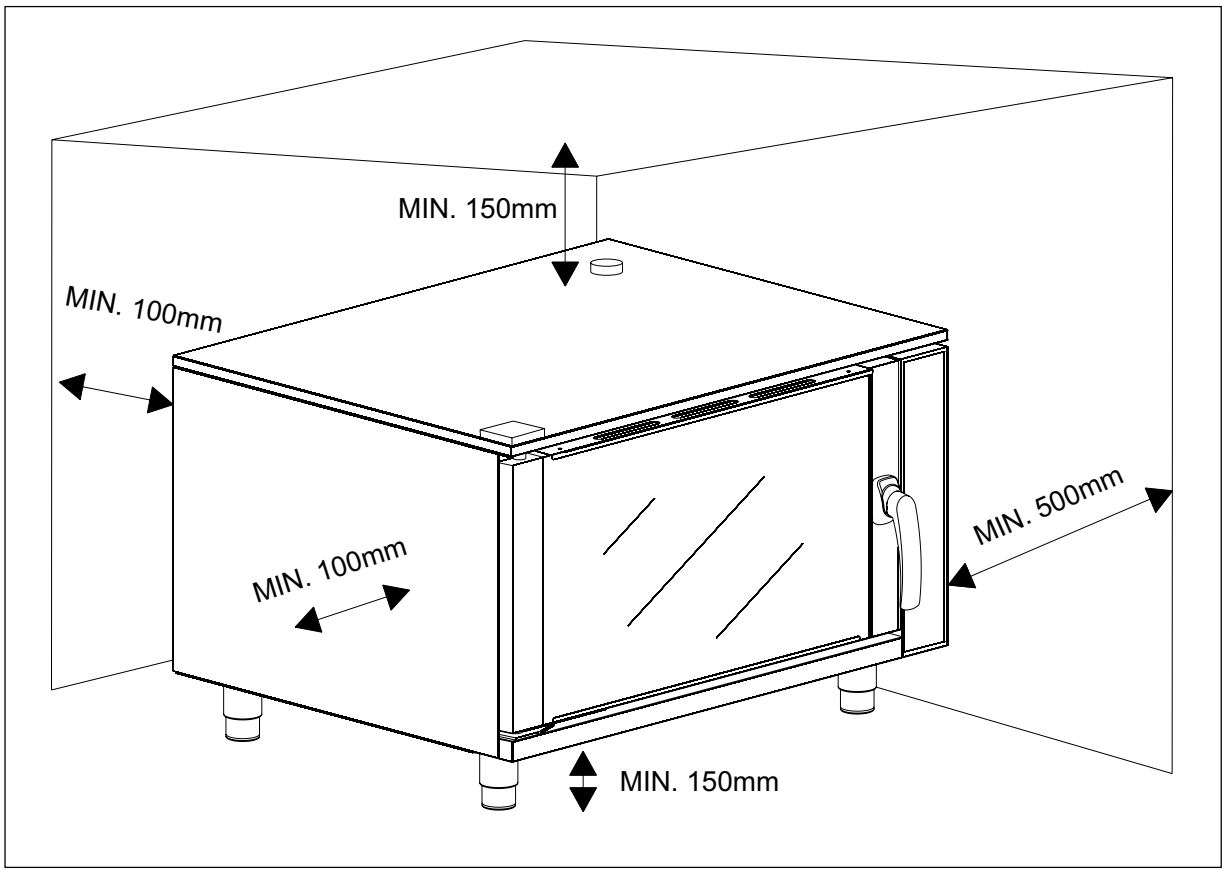

fig. 3
- Para permitir la instalación y las operaciones de manutención, hay que mantener una distancia de al menos 500 mm. (véase fig. 3) entre el lado izquierdo del horno y la pared o los aparatos contiguos.